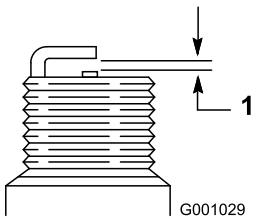

Bild 24
4. Stellen Sie den Abstand der Elektroden an der neuen Zündkerze auf 0,76 mm ein, wie in Bild 24 abgebildet.